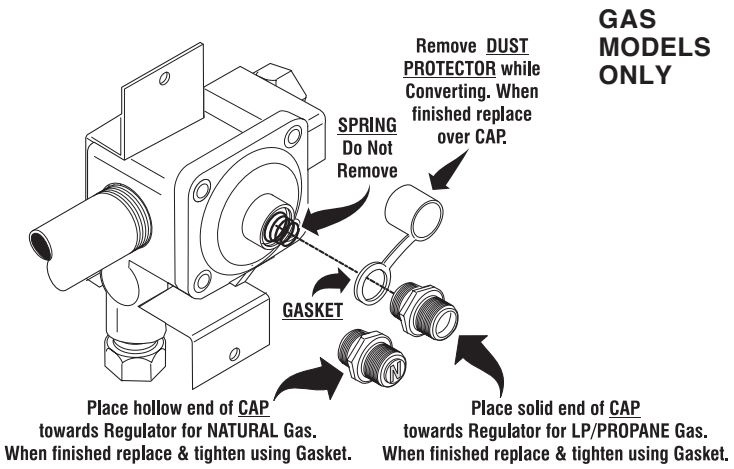
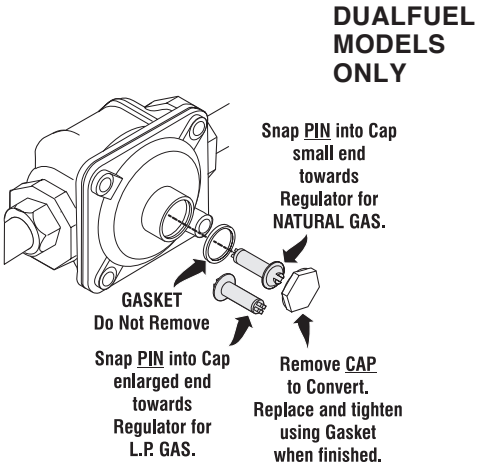

Fig. 3A
Fig. 3B
f. Follow the remaining instructions provided in **Fig. 3A for GAS models** or **Fig. 3B for DUAL FUEL models**.
b. Convert pressure regulator (See Step 1 and Fig. 3A for Gas models or Fig. 3B for Dual Fuel models).